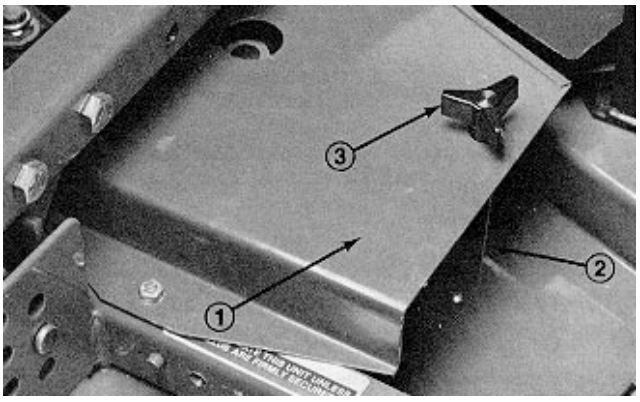

Figure 24
2. Install new deck cover with a 5/16−18 x 1" lg. capscrew, (2) 5/16 flat washers and a 5/16−18 locknut (Fig. 24). Washers to be positioned on top and bottom of cover. Do not over tighten capscrew because cover must pivot for easy access to pulley.
4. Using cover support bracket as a template, mark and drill (2) 7/32" dia. holes in top of deck (Fig. 24). Make sure surfaces are parallel before drilling.
5. Mount cover support to deck with (2) #10−24 x 5/8" lg. machine screws and #10 nuts, as shown in figure 24.